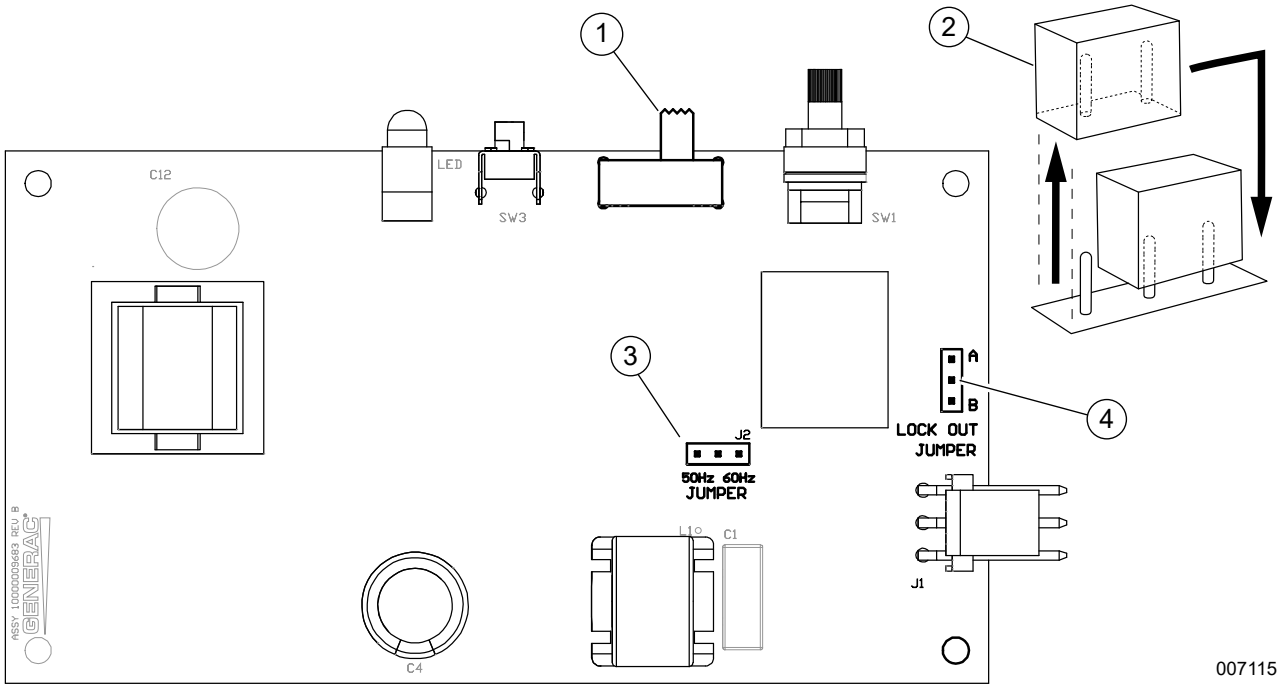

Figure 2-2. Jumper Locations
1. See ***Figure 2-2***. Slide lockout switch (1) to LOCKOUT LOAD ON GENERATOR.
2. Set mode selector jumper (4) on the control board as directed in ***Jumper Locations***.
See ***Figure 2-2***. The SMM control board is equipped with two movable jumpers (2). Jumper locations are indicated on the diagram:
- (3) Frequency Jumper
- (4) Mode Selector Jumper (identified on control board as “Lock Out Jumper”)